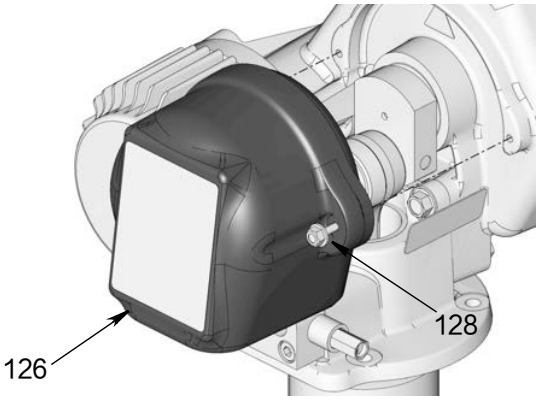

图 5
2. 松开螺栓 (128)，从 Dyna-Star 泵上拆下盖子 (126)（图 5）。